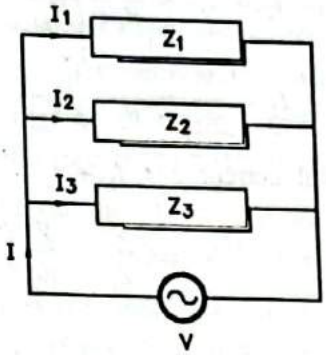

FIG. 2.66 : PARALLEL CIRCUIT
- Consider a circuit having three impedances $Z_1$, $Z_2$ and $Z_3$ in parallel as shown in Fig. 2.66.